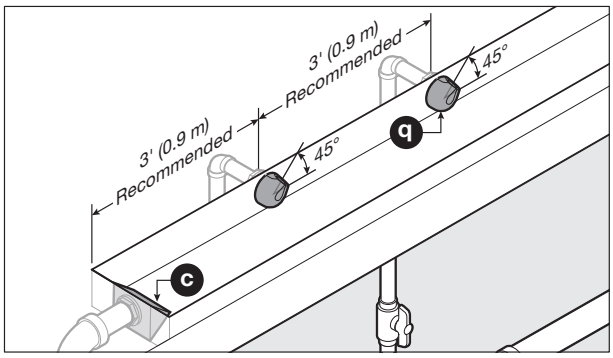

Figure 6. Typical Diffuser (c) and Trough Nozzle (q) Installation
- Use two (2) trough nozzles maximum with recommended 3' (0.91 m) spacing (See Figure 6).